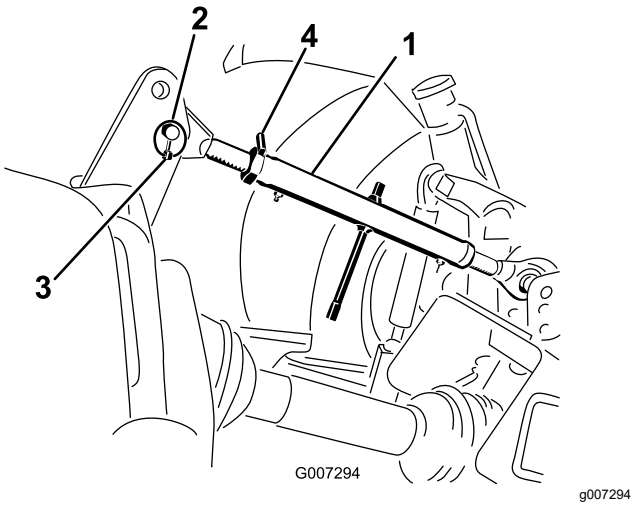

Figuur 8
1. Verbind de bovenste schakel met het onderste gat in de beugel en bevestig met de draaipen en de borgpen (Figuur 8).
3. Draai aan de bovenste schakel om de verbinding vast te zetten. Stel af totdat het frame aan de voorkant van de machine verticaal is (Figuur 8).